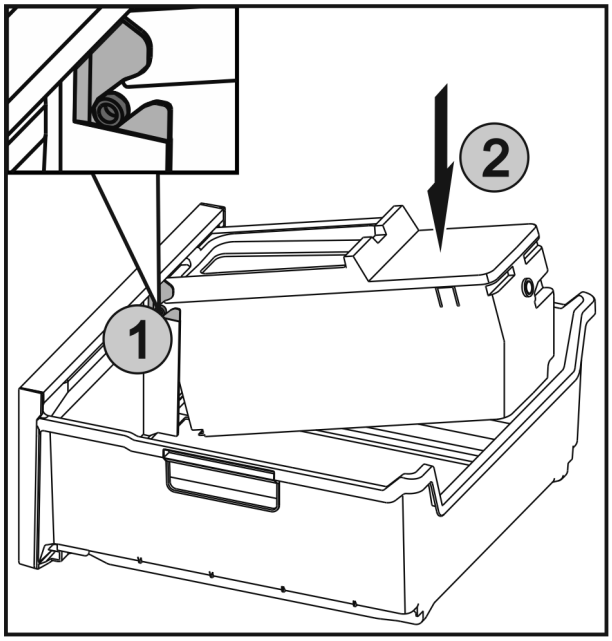

*Fig. 42*
▶ Push the axles *Fig. 42 (1)* on the EasyTwist-Ice into the guides and push the rear side *Fig. 42 (2)* until the lugs engage.